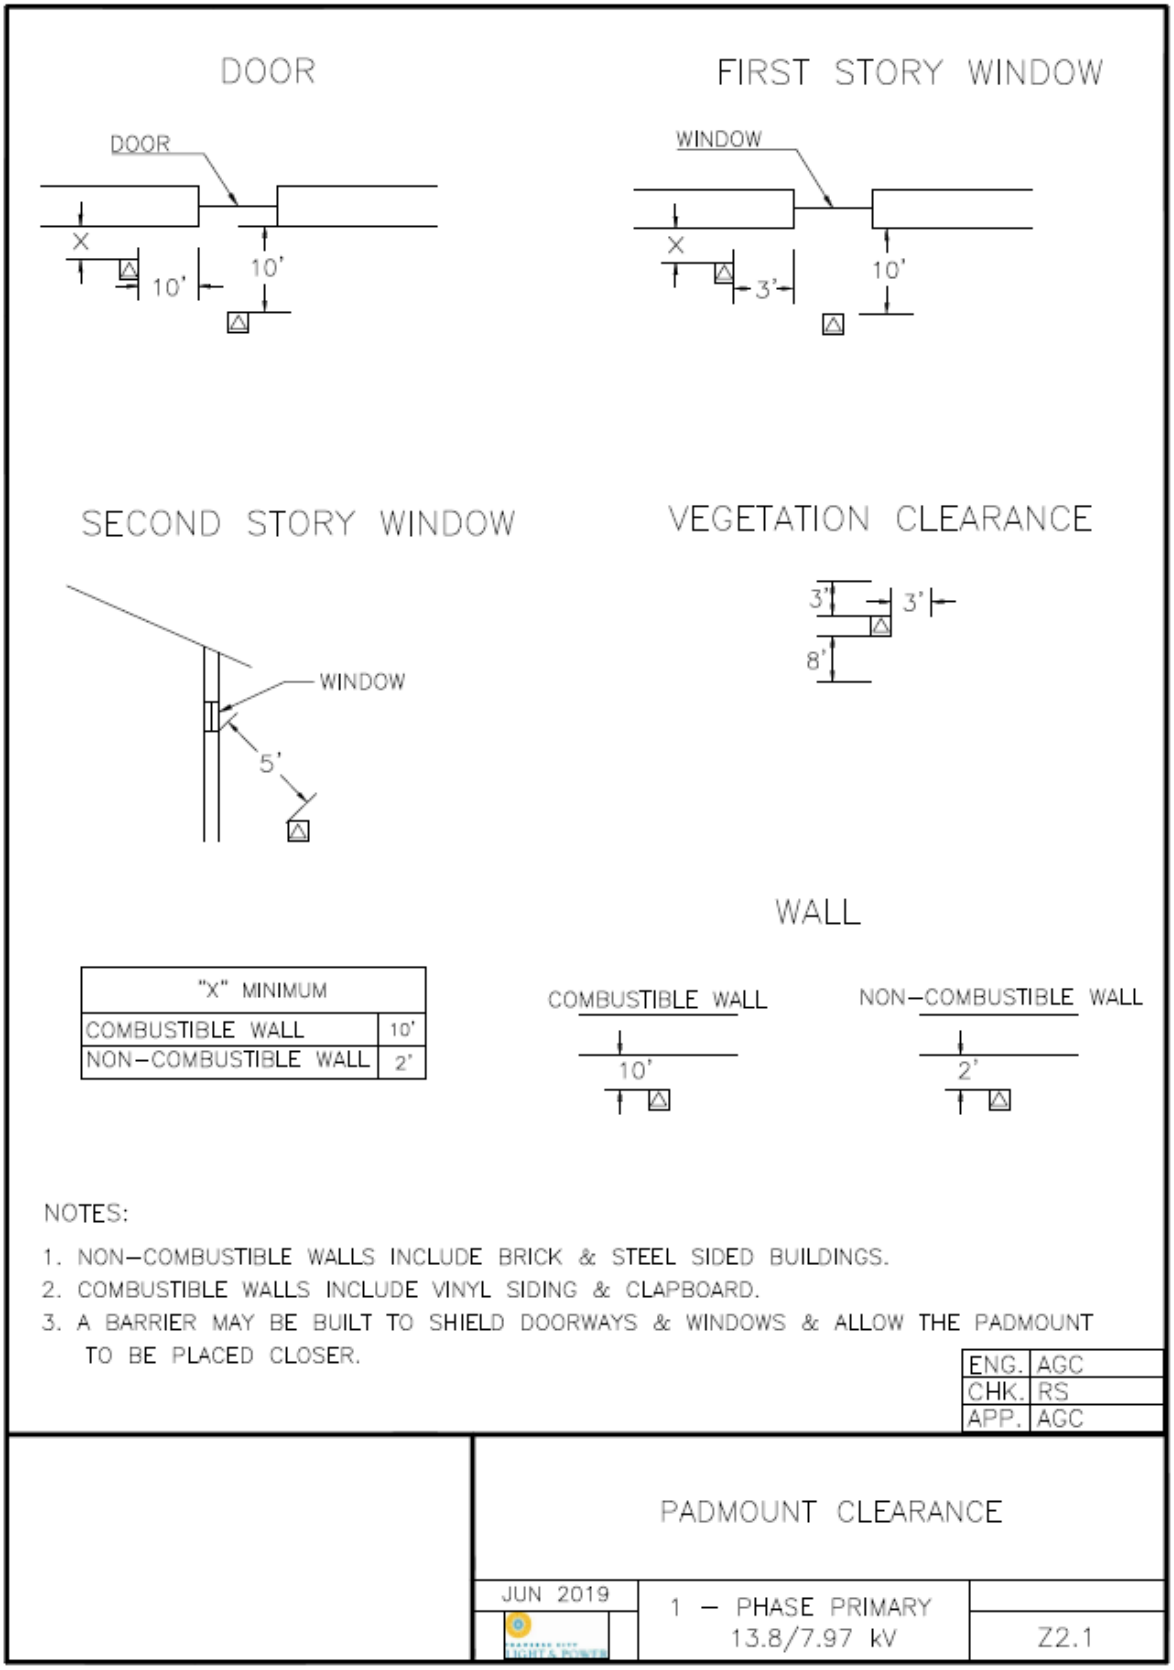

**Figure 7.1 – Padmount Clearances**
**ii.** *Flicker*: Where *Customer* equipment creates *flicker* for other *Customer*s at the *Point of Delivery* beyond the limits of Figure 7.1, the *Customer* must make adjustments or pay the *Company*'s costs for the work required to bring the *flicker* to within allowable limits. If the *flicker* is self-induced and not affecting other *Customer*s, the *Customer* may, at their option, choose to tolerate *flicker* that is beyond the values in Figure 7.1.
a. Equipment clearances illustrated in Figure 7.1 are from the edges of the equipment pad.